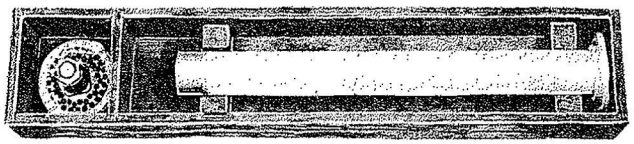

Figure 86—Breather Tube Rack
a. In engines provided with a crankshaft breather tube, remove the breather tube at this time. To do this, break the lockwire locking the three screws which secure the crankshaft breather screen to the breather tube nut and remove the screws. Remove the screen. Remove the nut using the plug wrench (Tool No. 82195). Remove the propeller shaft hydro-oil connection or cover, whichever is used, and the breather tube front gasket. Remove the breather tube and rear gasket. The breather tube may be more easily removed with a rotating motion. Turning the breather tube helps to overcome the adhesive effect of the oil at the breather tube support. Place tube in rack as shown in Figure 86.